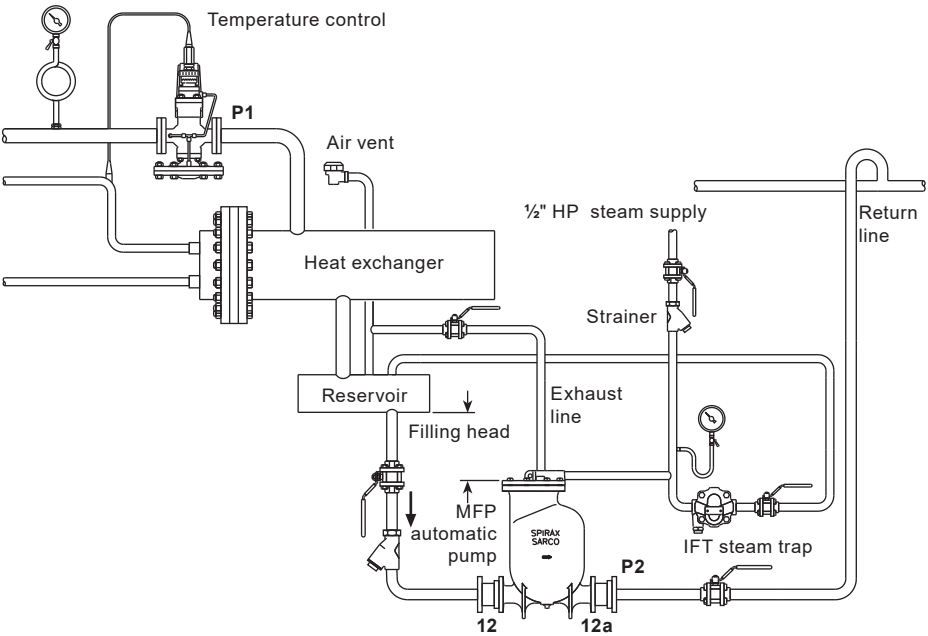

Fig. 6
1. Install the pump below the equipment being drained with the exhaust connection vertically upwards. The pump should be installed with the recommended filling head (vertical distance between the top of the pump and the bottom of the reservoir/receiver), see Section 3.2 and Figs. 6 and 7. For other filling head variants, refer to separate capacity chart.
2. To prevent equipment flooding during the pump discharge stroke, a vented receiver or reservoir pipe should be installed in a horizontal plane ahead of the pump as shown in Fig. 6. For proper receiver/reservoir sizing refer to Tables 1 and 2 on pages 18 and 19. All inlet fittings must be full bore.